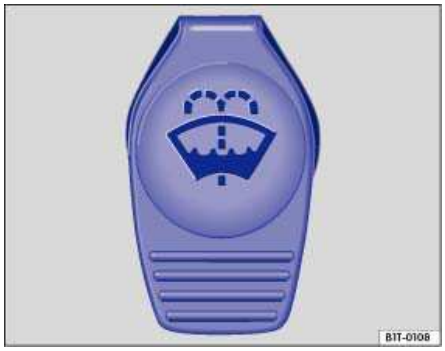

Fig. 88 In the engine compartment: Cap of the windshield washer fluid reservoir.
- The windshield washer fluid reservoir can be identified by the symbol on its cap ⇒ fig. 88.